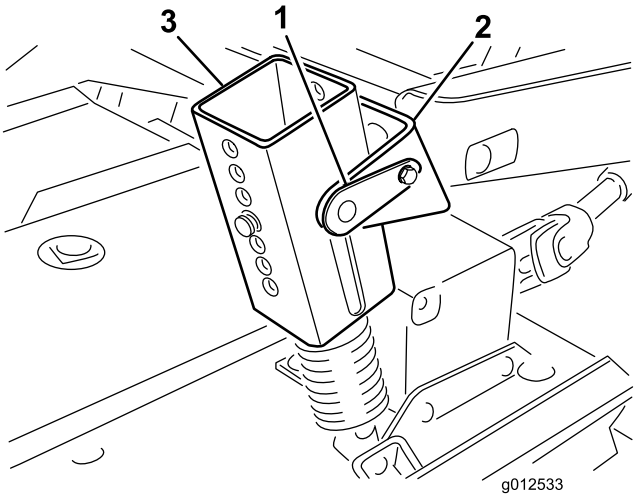

Figuur 1
2. Alleen op tractie-eenheden uit de 200-serie: maak het tegengewicht los van de tractie-eenheid, neem de vergrendelpennen uit de beugels, neem de veerspanners van de beugels en leg ze op het maaidek (Figuur 1).
3. Laat het maaidek zakken en verwijder de 4 pennen uit de maaihoogtebeugels (Figuur 1).